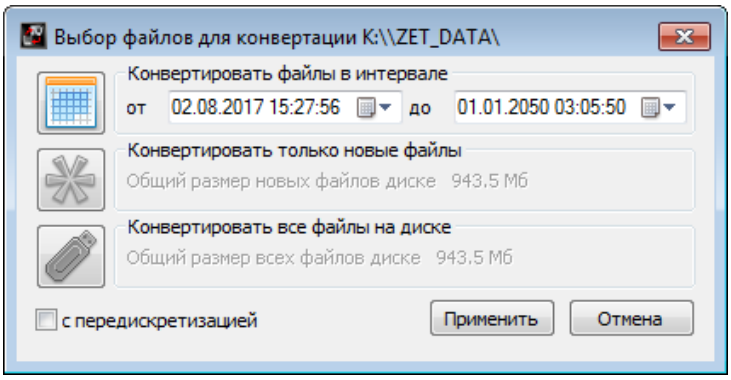

Рис. 6.10 Программа конвертации файлов
4. На компьютере автоматически запустится программа «Выбор файлов для конвертации с диска». Данная программа предназначена для копирования и конвертации файлов с карты памяти анализатора на компьютер (Рис. 6.10).